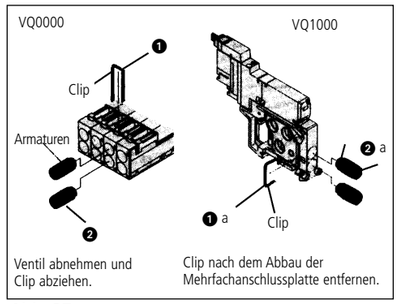

Abb. 27
Zylinderanschlussarmaturen ersetzen (Steckeinheit) (Abb. 27)
Das Ventil aus der Mehrfachanschlussplatte ausbauen. Den Sicherungsclip ❶ (Abb. 27) abziehen und aufbewahren. Die Armatur ❷ (Abb. 27) herausnehmen.
VQ1000 (Abb. 27)
Das Ventil aus der Mehrfachanschlussplatte ausbauen. Den Sicherungsclip ❶ a (Abb. 27) abziehen und aufbewahren. Die Armatur ❷a (Abb. 27) herausnehmen.
❶ Die Klemmschraube an einer Seite oben an der Endplatte lösen.
❷ Die Drehvorrichtung zwischen den Blöcken an der Stelle, an der der Sockel eingefügt werden soll, mit einem normalen Schraubendreher nach links aufdrehen.